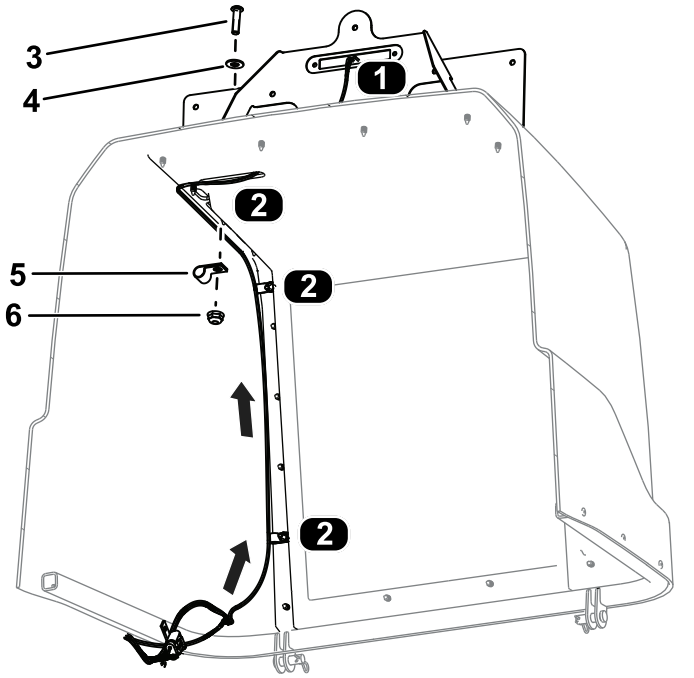

Figur 32
10. Før ledningsnetstikket mærket LICENSE PLATE LIGHT (P14) (nummerpladelygte (P14)) gennem motorhjelmen, og slut den til nummerpladelygten (Figur 32).
11. Fastgør ledningsnettet til motorhjelmen med 3 skruer med unbrakokærv (¼" x 1"), 3 flade spændeskiver, 3 klemmer og 3 flangemøtrikker (¼") som vist i Figur 32.